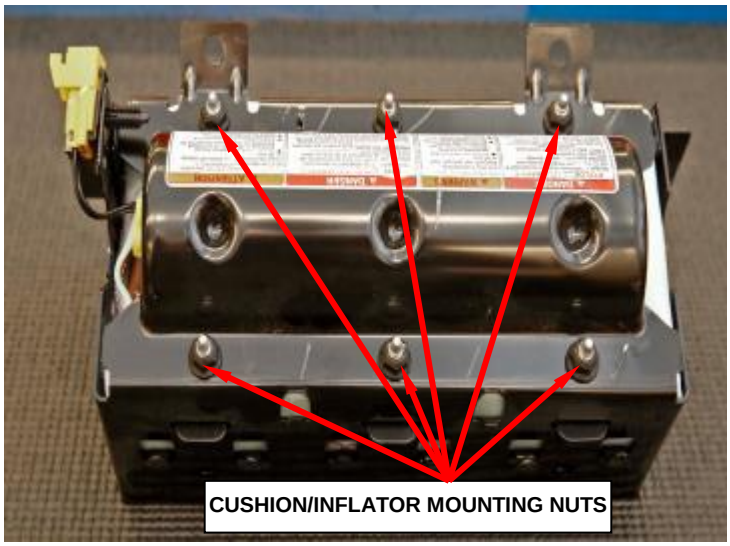

Figure 33 – Cushion/Inflator Mounting Nuts
d. Remove and discard the six cushion/inflator mounting nuts which attach the housing to the cushion (Figure 33).